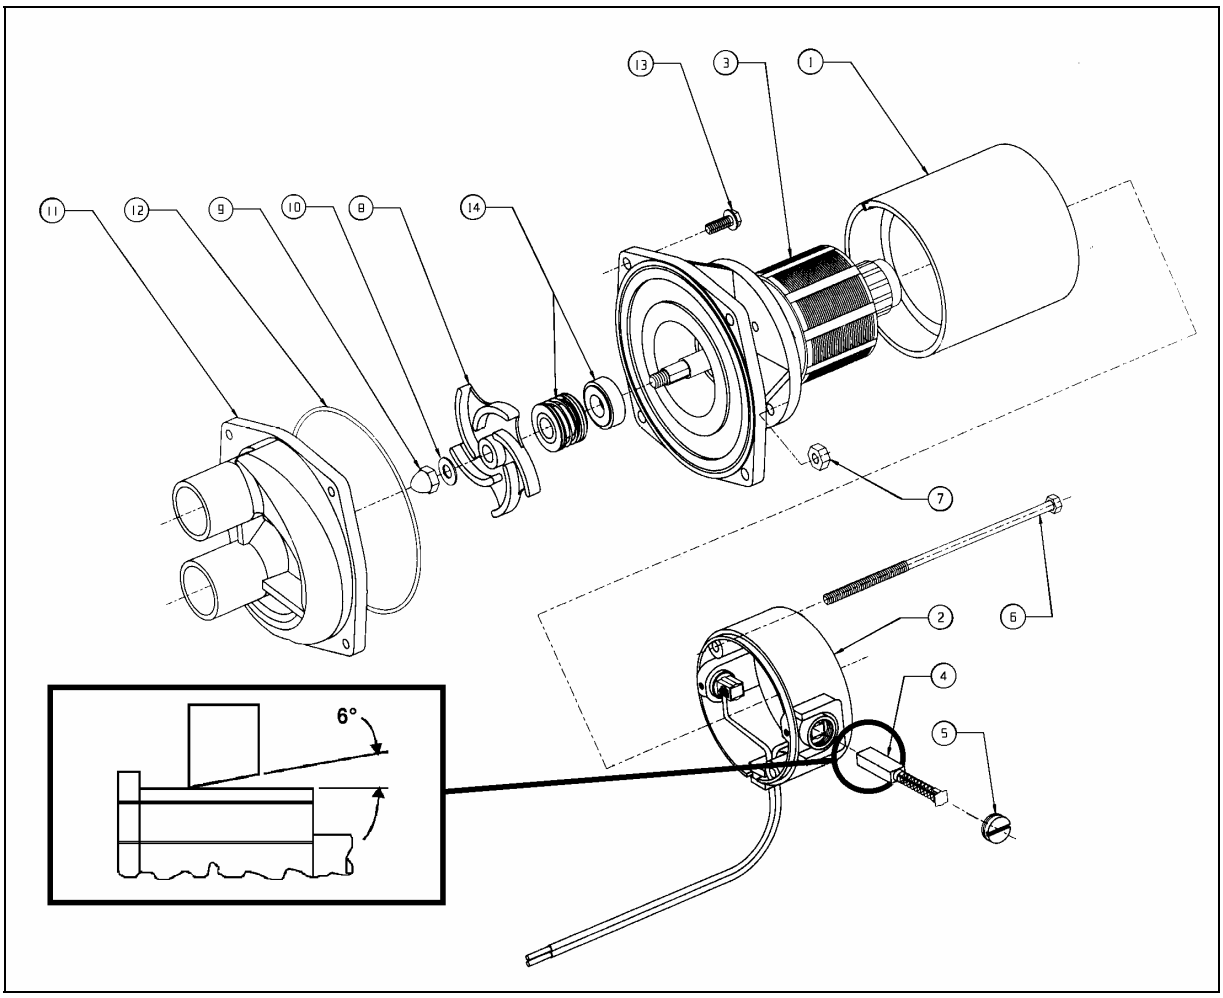
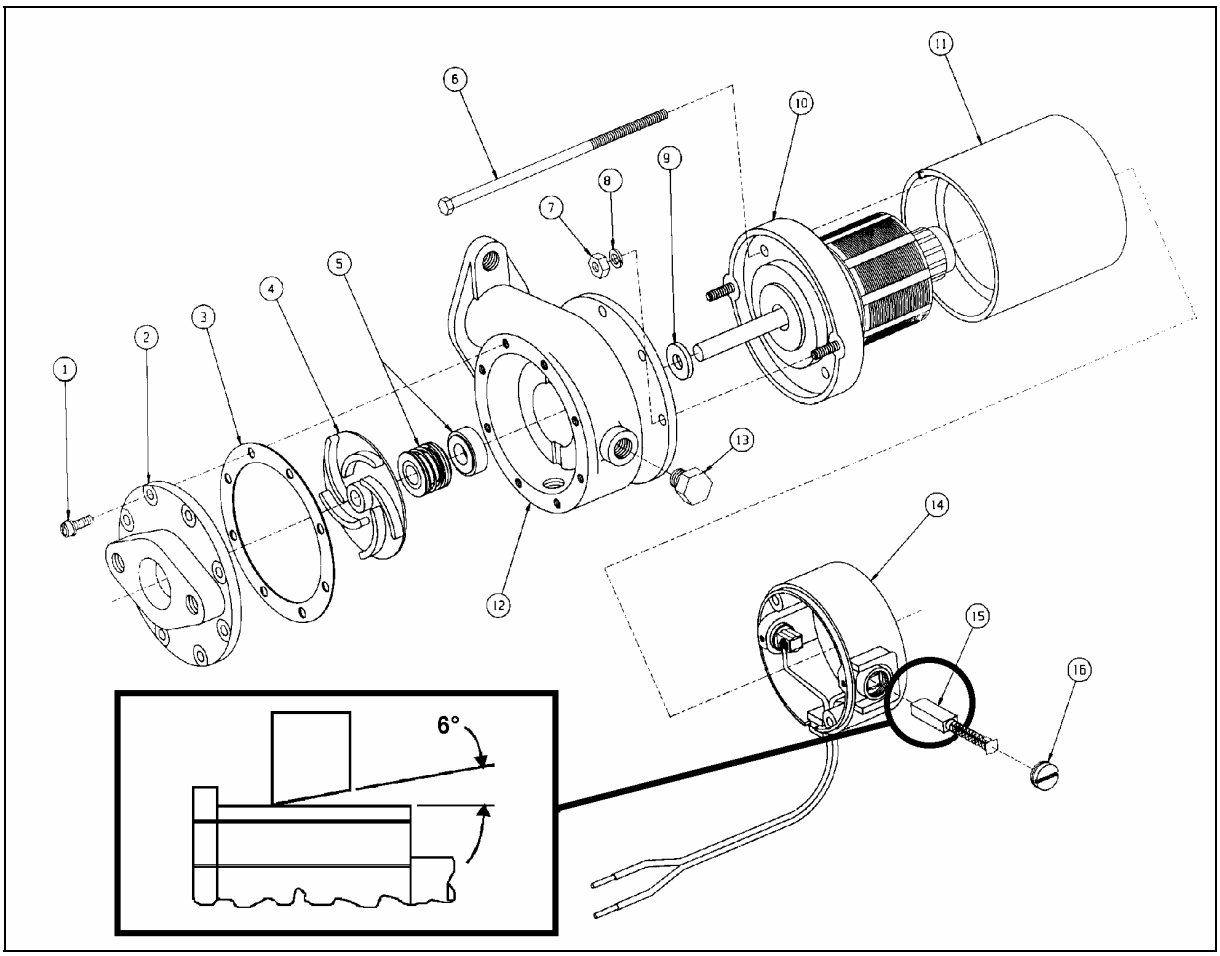

FIGURE 48: WATER RECIRCULATING PUMP (CONVERTED VEHICLE - CENTRAL A/C) 22091
FIGURE 49: WATER RECIRCULATING PUMP (COACH - CENTRAL A/C OR DRIVER'S A/C) 22056
4. **Fig. 49 only:** Remove the drain plug at rear of pump and place a container to recover the residual coolant in the line.
5. **Fig. 49:** Disconnect water lines from pump at flange connections.
6. **Fig. 48:** Disconnect water lines from pump at connections between hoses and copper pipes (leave hoses connected to pump).
-For converted vehicle (shell) central A/C pump, see Fig. 48.
-For coach central A/C pump, or driver's A/C pump, see Fig. 49.
1. **Fig. 48:** Remove two brush caps (5) and two brush assemblies (4). When removing brushes, note the position of the brush in the tube. Brush life is significantly decreased if brushes are not replaced properly.
1. **Fig. 49:** Remove two brush caps (16) and two brush assemblies (15). When removing brushes, note the position of the brush in the tube. Brush life is significantly decreased if brushes are not replaced properly.
2. **Fig. 48:** Remove the pump cover (item #11) by first removing the 4 head screws. Remove cover carefully to prevent damaging the O-ring (12) (disconnect hoses from cover only if required).
2. **Fig. 49:** Remove the pump cover (item #2) by first removing the 8 head screws. Remove cover carefully to prevent damaging the gasket (3).
3. **Fig. 48:** Remove O-ring (12).
3. **Fig. 49:** Remove gasket (3).
4. **Fig. 48:** Remove two hex nuts (7) retaining pump assembly to motor.
4. **Fig. 49:** Remove two hex nuts and lock washers (7 & 8) retaining pump assembly to motor.
5. **Fig. 49 only:** Remove the pump from the motor as follows:
a. Install puller tool assembly (MP Co. Part No. 24702 or equivalent) to pump body (12) using four screws removed from the pump cover (2).
6. **Fig. 48:** Remove acorn nut (9) and gasket (10), then remove impeller (8) and components of the pump seal assembly (14).
6. **Fig. 49:** Remove impeller (4) and components of the pump seal assembly (5).
d. New brushes have a six (6) degree angle. The brush should always be inserted so that the angle is open away from the pump end of the assembly (inset, Figs. 48 & 49).
1. **Fig. 49 only:** Check the shaft slinger (9) to make sure it is tight on the motor shaft. If the slinger slips on the shaft, it should be replaced.
2. **Fig. 48:** Inspect seal assemblies (14) to determine wear. If the seal has leaked, or is badly worn, it is recommended that a complete new seal assembly be installed.
2. **Fig. 49:** Inspect seal assemblies (5) to determine wear. If the seal has leaked, or is badly worn, it is recommended that a complete new seal assembly be installed.
3. **Fig. 49 only:** The impeller (4) is a press fit on the armature shaft. This press fit must be maintained to prevent the impeller from slipping. Install a new impeller if necessary.
1. **Fig. 49 only:** Install slinger (9) on the motor shaft.
2. **Fig. 49:** Assemble body (12) to the motor.
3. **Fig. 48:** Install seal assembly (14).
3. **Fig. 49:** Install seal assembly (5).
4. **Fig. 48:** Insert impeller (8) and secure with acorn nut (9) and gasket (10).
4. **Fig. 49:** Install impeller (4) in the following manner:
5. **Fig. 48:** Install O-ring (12).
5. **Fig. 49:** Install gasket (3). This gasket serves both to seal the cover and to establish the proper clearance between the face of the impeller and the pump cover.